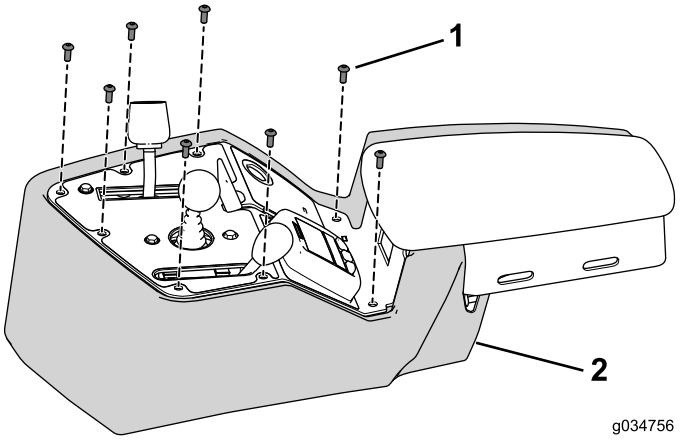

Figur 31
1. Använd de åtta skruvarna som du tog bort tidigare för att fästa konsolens kåpa på konsolenheten (Figur 31).